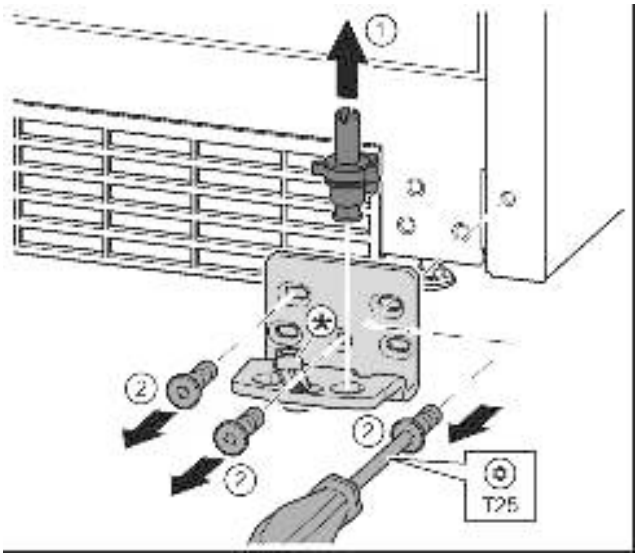

Fig. 14
- ▶ Lift the bearing pin completely upward and remove. *Fig. 14 (1)*
- ▶ Undo the screws with a T25 screwdriver and remove the bearing bracket *Fig. 14 (2)*